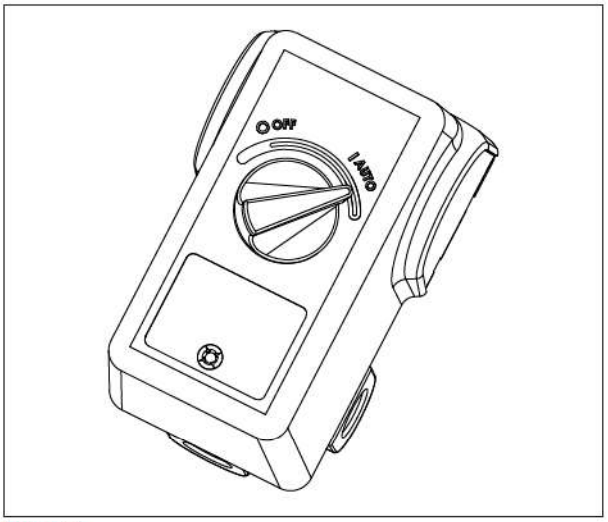

Figure 7
4. Réglez l'interrupteur du pressostat à **AUTO** afin de démarrer l'appareil (voir la figure 7).
7. Changez l'huile après les cinquante (50) premières heures d'utilisation. Effectuez ensuite un changement d'huile chaque trois (3) mois ou après deux cents (200) heures de fonctionnement, selon l'échéance se produisant en premier.